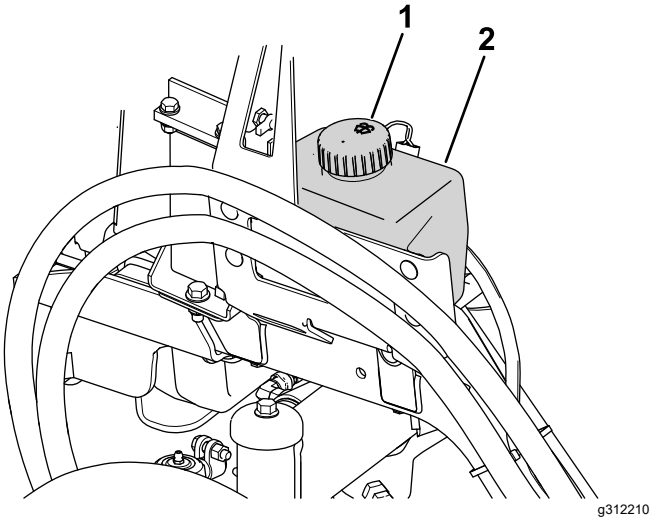

Figur 87
1. Skruva av behållarens lock (Figur 87).